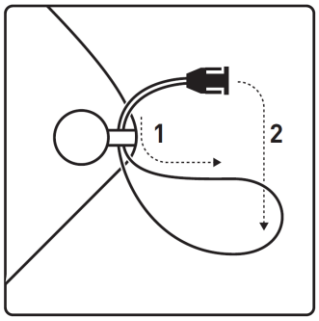

Fig. 13 Applicazione del cordoncino
Fissare i due anelli del cordoncino rispettivamente agli occhielli di fissaggio (1) del dispositivo e collegare il cordoncino con le clip di regolazione (2). Impostare la lunghezza corretta del cordoncino in base alle proprie esigenze (Fig. 13).